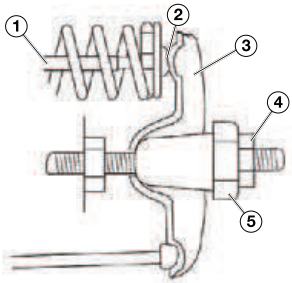

*Figure 24*
5. Insert a feeler gauge between the rocker arm and the push rod and check for clearance (see Figure 24). See Table 3 for valve lash specifications.